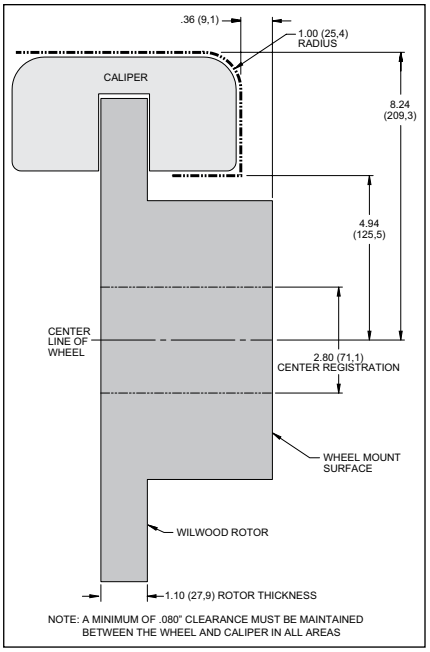

Figure 3A, P/N 140-15845. Wheel Clearance Diagram
- **Review the Wheel Clearance Diagram (Figure 3A or 3B, page 4) to verify that there is adequate clearance with the wheels you will be using with the installation.**